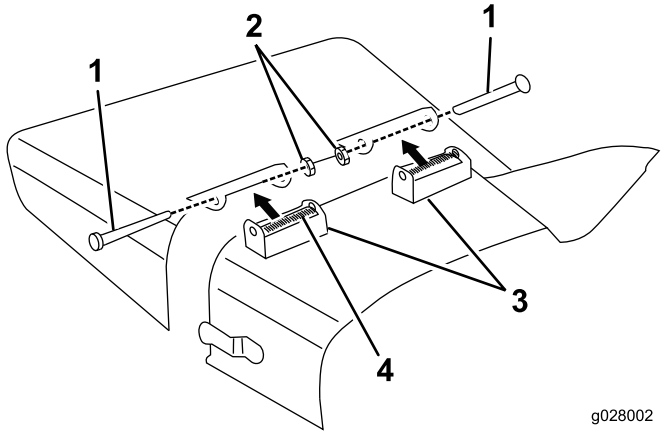

図 5
1. デフレクタマウントをピボットブラケットに固定しているキャップスクリュ、ロックナット、スプリングを外す 図 5。
2. ピボットブラケットをハウジングに固定しているキャリッジボルトを外す図 5。